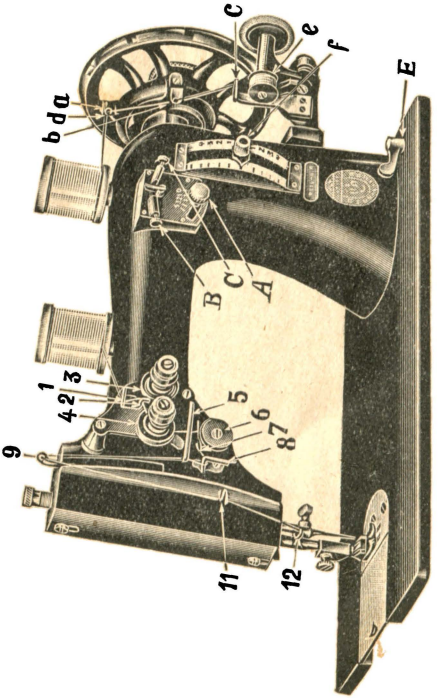

Abb. 1
1. Den Faden von der auf dem Garnrollstift aufgesteckten Garnrolle nach der Spannungsscheibe führen und zwar bei Benützung der rechten Oberfadenspannung vorher durch das rechte Loch der Führung „1" (Abb. 1) und von da von links her unter den Haken „2" zwischen die rechten Spannungsscheiben „3".
2. Den Faden von der Garnrolle durch die vor den Spannscheiben befindliche Öse „d" (Abb. 1) ziehen und von links zwischen die beiden Spannungsscheiben „a" (Abb. 1) und dann durch die Fadenführungsöse „b" am Riemenschutz über den Fadenführer „c" zur Spule „e" führen.
Die **linke Spannung Nr. 1 (Abb. 1)** wird in der Regel für **normale Näharbeiten verwendet.**